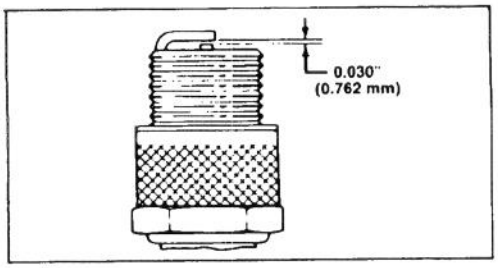

Figure 14
3. Set air gap at 0.030" (0.762 mm) (Fig. 14). Install correctly gapped spark plug and gasket seal. Tighten plug firmly to 15 ft-lb (20.4 N·m).